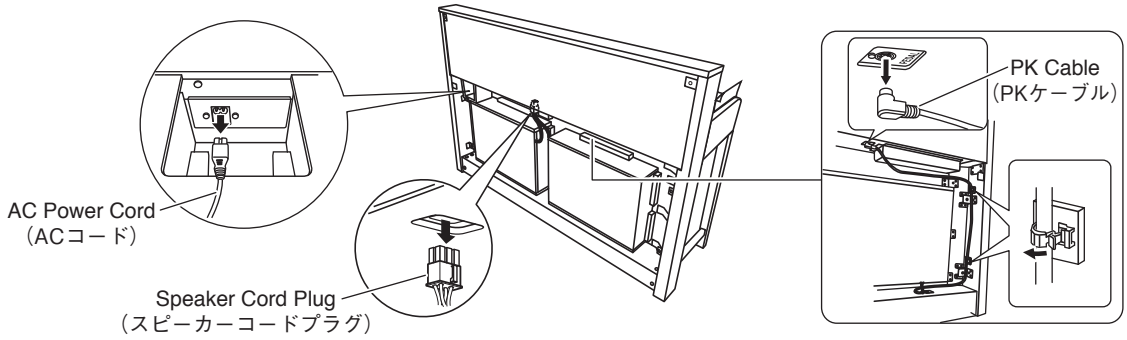

Fig.7（図 7）
*1 When removing the PK connector, disconnect the PK cable first. (Fig.7)
*3 When removing the FU80 assembly, disconnect the AC cord first. (Fig.7)
*1 PKコネクタを外す時は、先にPKケーブルを外します。(図7)
*3 FU80 Ass'yを外す時は、先に電源コードを外します。(図7)
5-1 Disconnect the pedal cord (PK cable). (Fig.7)
5-1 ペダルコード（PK ケーブル）を外します。(図 7)